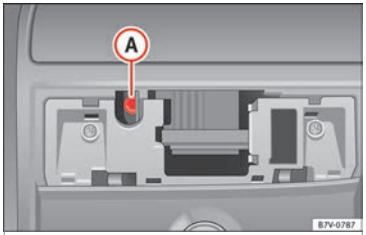

Afb. 16 Inbusbout voor het sluiten van het panoramaschuifdak.
- Voer een normale inbussleutel[1] van 4 mm groot in de inbusbout ››› **afb. 16** (A).